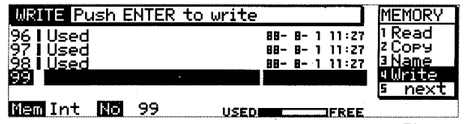

Fig.17
3. Using the second rotary encoder from the leftmost, position the cursor to any unused memory number. (See Fig.17.)
3. 左から 2 番目のロータリーエンコーダーで未使用のメモリーナンバーにカーソルを合わせる。(Fig.17)